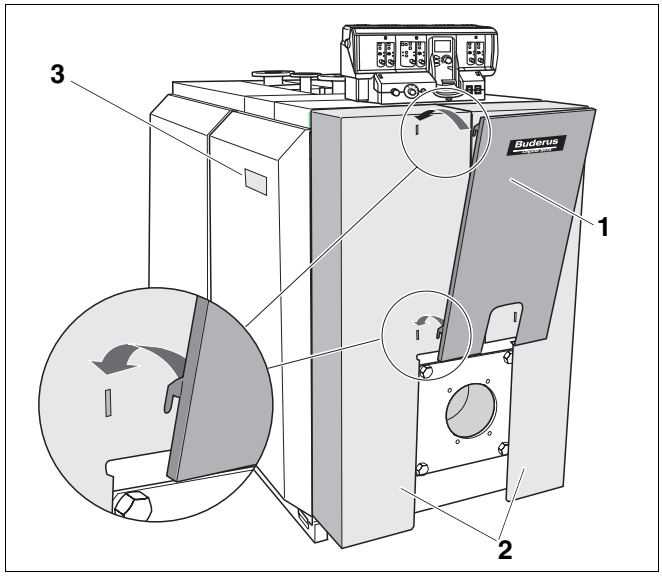

Rys. 41 Montaż płyty ozdobnej
- Wczepić płytę ozdobną (rys. 41, **poz. 1**) w kierunku strzałki w prawy i lewy płaszcz drzwiczek kotła (rys. 41, **poz. 2**).
- Zamocować tabliczkę znamionową po prawej lub lewej stronie (rys. 41, **poz. 3**), tak aby była widoczna.